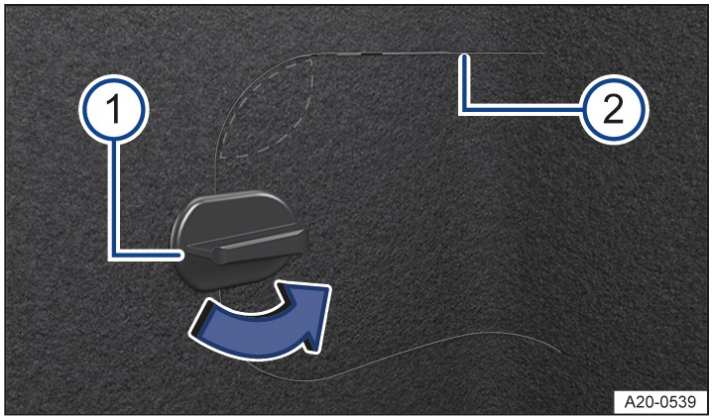

Fig. 1 Lower right-hand side of the luggage compartment trim: flap for the manual release.
2. Turn the catch on the flap by 90°→ *Fig. 1* (1) (blue arrow).
3. Press in the area above the catch → *Fig. 1* (highlighted area).
4. Reach into the opening and release the flap by pulling. If necessary, use a suitable tool at the separation points → *Fig. 1* (2).